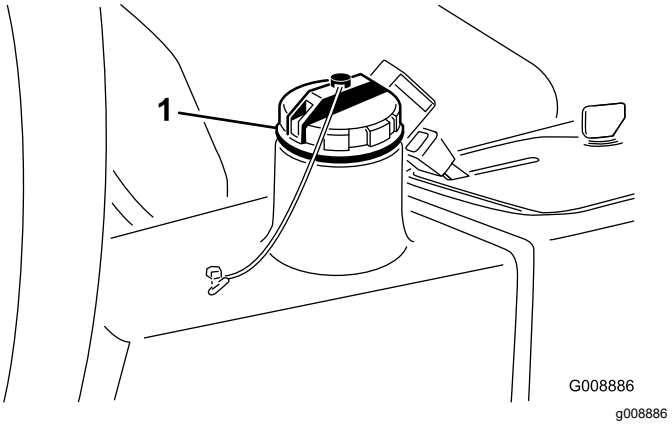

Figur 29
2. Rengør området omkring påfyldningsstudsen og hydrauliktankens dæksel (Figur 29). Fjern dækslet.